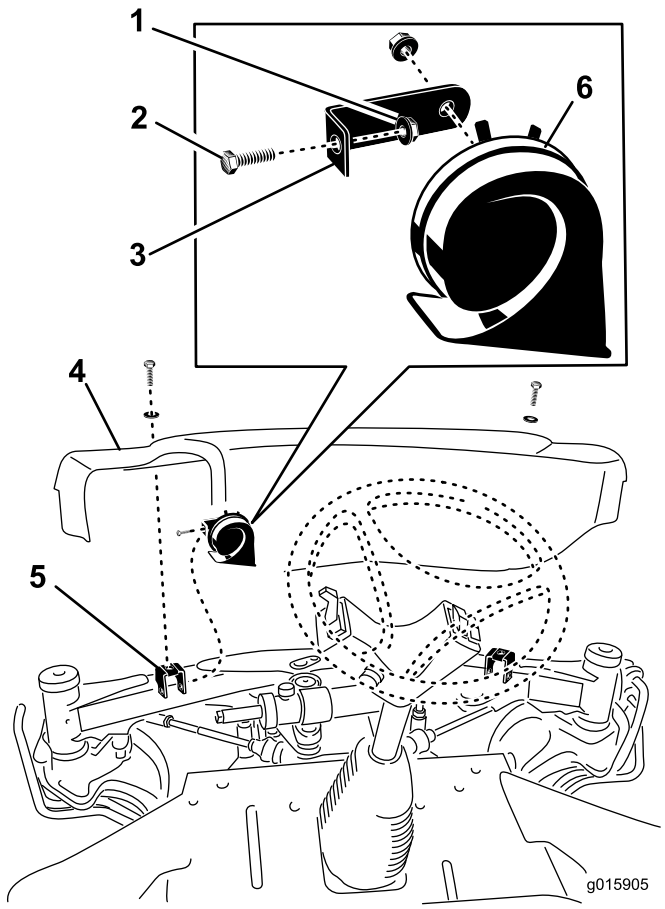

Figura 8
1. Rimuovete le (2) viti e le (2) rondelle che fissano il coperchio anteriore alle staffe del ponte anteriore (Figura 8). Rimuovete il coperchio anteriore.
2. Montate la staffa del clacson sulla staffa sinistra di montaggio del coperchio con la vite 5/16 x 3/4 poll. e il dado flangiato 5/16 poll. (Figura 8).
4. Dopo aver collegato il cablaggio elettrico al clacson, montate il coperchio anteriore al ponte anteriore con le (2) viti rimosse in precedenza.